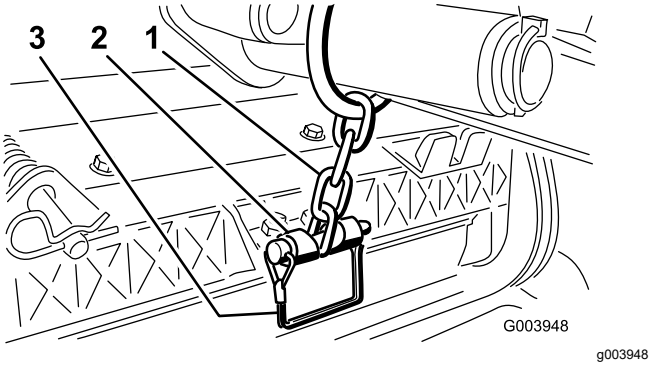

Figur 9
12. Fest løftearmkjedet til kjedebraketten med låsestiften (Figur 9).